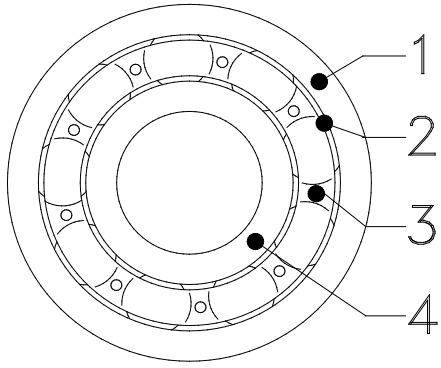

Abb. 1.3
Wälzlager (Abb. 1.3) bestehen in der Regel aus zwei Laufringen (1, 4) oder – bei Axiallagern - Laufscheiben, zwischen denen die – zumeist durch einen Käfig (3) gehaltenen – Wälzkörper (2) laufen.